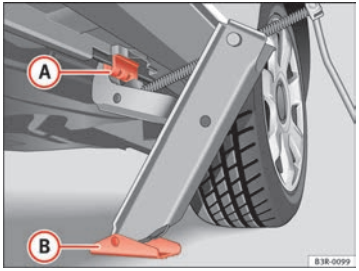

Fig. 197 Changing the wheel: Jack
– Align the jack so that the arm of the jack fits on the rib under the door sill ⇒ fig. 197 (A) and the movable base plate of the jack (B) is flat on the ground.